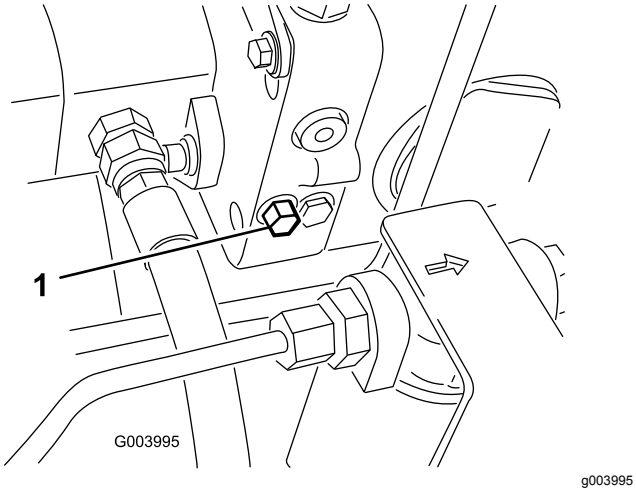

Figur 37
1. Vrid bulten 1–1,5 varv för att öppna ventilen och låta olja avledas internt (Figur 37).